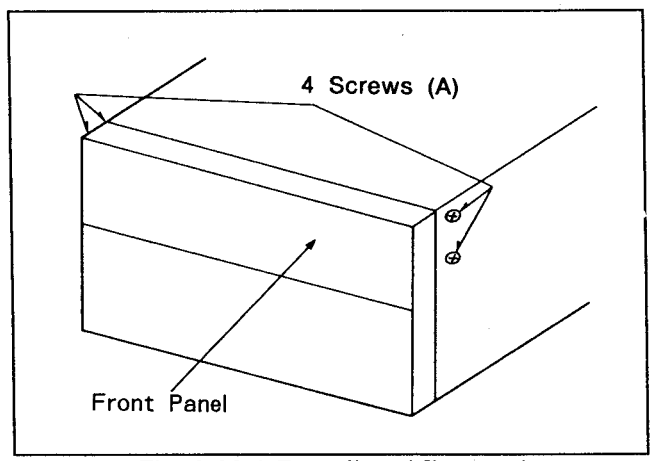

Fig. 6-20-1 Front Panel Removal
1. Unscrew the 4 screws (A) and pull the Front Panel Forward as shown in Figure 6-20-1.